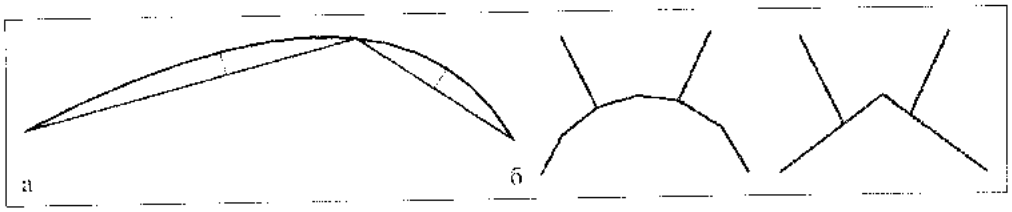

Рис. 44.6. *Аналитическая модель сегментированной изогнутой балки*
- **Maximum discretized offset** (Максимальное дискретное смещение) – максимальное отклонение между математической кривой (зеленая линия на экране) и прямолинейными сегментами (оранжевая линия на экране), аппроксимирующими эту кривую (рис. 44.6,а);
- **Use hard-points** (Использовать неподвижные точки) – использование в изогнутых балках в качестве точек сегментации точек, в которых она касается других несущих элементов, присоединенных к изогнутой балке (рис. 44.6,б). Если этот флажок сбросить, аналитические модели балок, присоединяемые к сегментированной изогнутой балке, могут изменять свою длину, что может привести к неточным результатам.